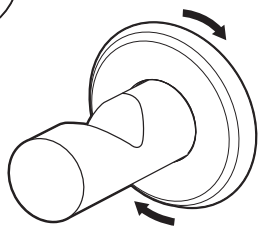

Abb. 6
- Befestigen Sie den Taschenhaken mit den mitgelieferten Schrauben an seiner Position. Nehmen Sie anschließend den Rosettenträger und schrauben Sie ihn über die Montageplatte, um die Befestigungsschrauben abzudecken. **Abb. 6**